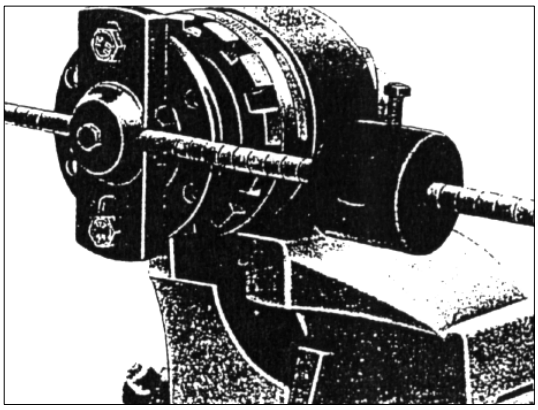

РИС. 333
4) Измерьте момент трения подшипников с помощью приспособления 2651 5890 3513 и зажима 2640 5890 3504 (см. рис.333). Момент трения подшипников должен быть от 14 кг·см до 30 кг·см, если момент трения выходит за эти пределы, то распорные кольца должны подгоняться.